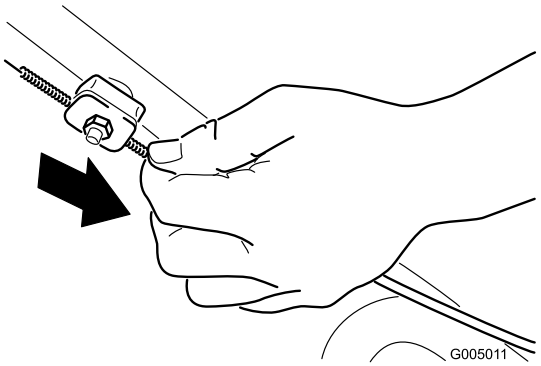

Figura 29
2. Tire hacia abajo de la cubierta del cable (hacia el cortacésped) hasta eliminar la holgura en el cable (Figura 29).